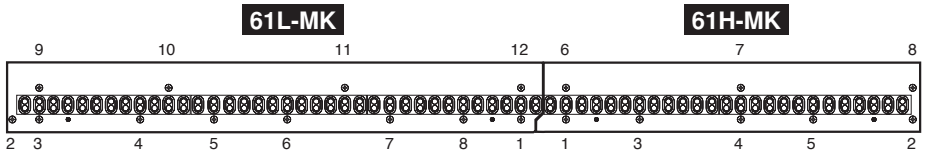

Fig. 13（図13）
* ***When installing the circuit board 61L-MK, tighten the screws 1 through 12 in numerical order as shown in the figure "61L-MK" in Fig. 13. (Fig. 13)***
* ***When installing the circuit board 61H-MK, tighten the screws 1 through 8 in numerical order as shown in the figure "61H-MK" in Fig. 13. (Fig. 13)***
※ **シート 61L を取り付けるときは、図 13 のシート 61L 図の番号 1 ～ 12 の順にネジを締めてください。（図 13）**
※ **シート 61H を取り付けるときは、図 13 のシート 61H 図の番号 1 ～ 8 の順にネジを締めてください。（図 13）**